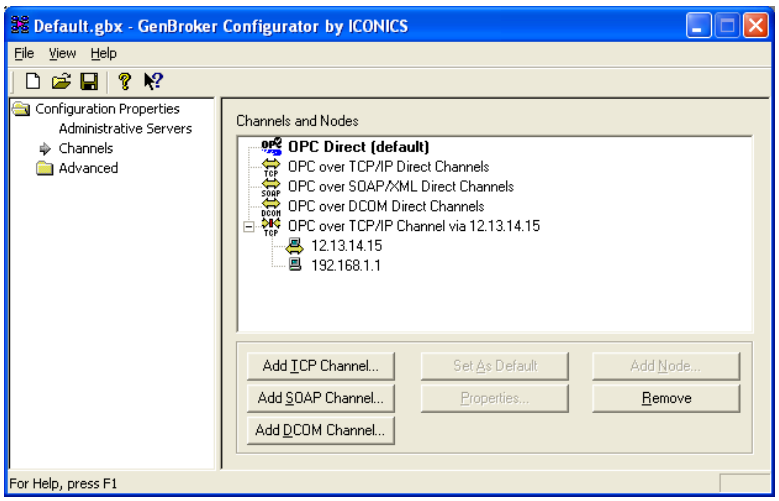

Figure C.9: GenBroker Setup Over a Firewall
16. Open your active WebHMI .gbx file, or create a new one and configure it as shown in **Figure C.9.**